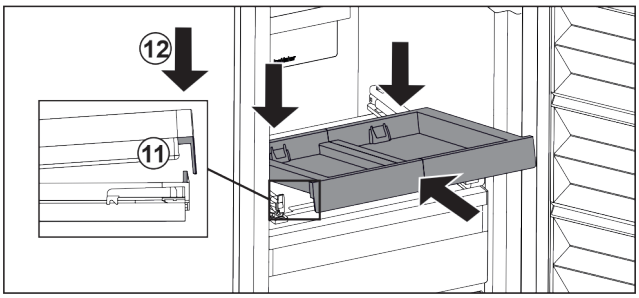

Fig. 103
▶ Schräg einschieben. Darauf achten, dass auf beiden Seiten der Anschlag hinter der Lasche ist. *Fig. 103 (11)*
▶ Auszugsbord vorne absetzen. *Fig. 103 (12)*